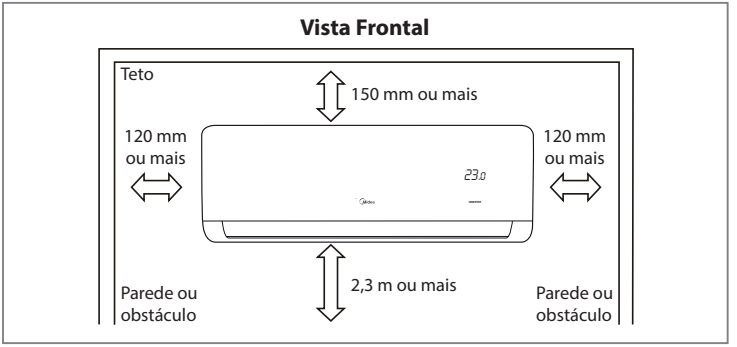

FIG. 7 - ESPAÇAMENTOS MÍNIMOS RECOMENDADOS
- Selecionar um local com espaço suficiente que permita reparos ou serviços de manutenção em geral, como por exemplo a limpeza do filtro de ar. Os espaços mínimos apresentados na Fig. 7 deverão ser respeitados.